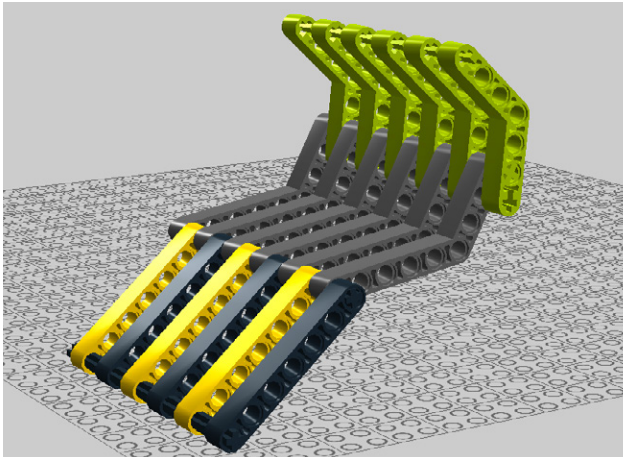

Figure 7-15. *Step 8: Adding angle beams*
8. Add six 3x3 angle beams to the product of steps 1 through 4 and secure with a 12M cross axle as shown in Figure 7-15.